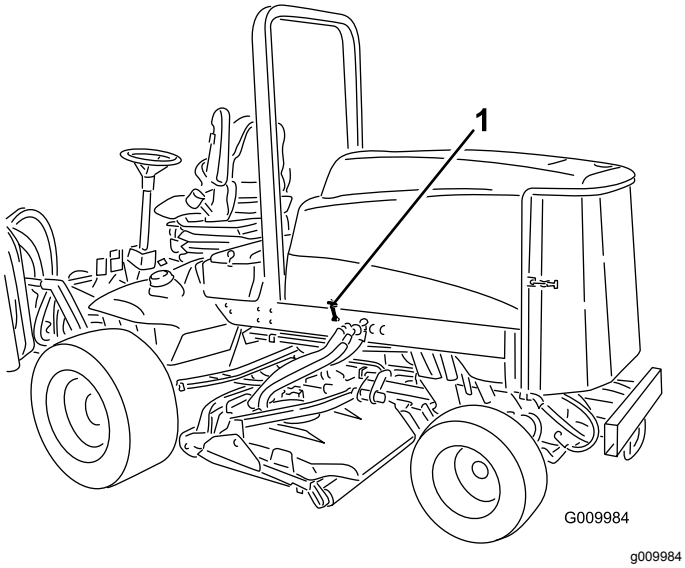

Figur 42
1. Lås motorhjelmen op (Figur 42), og drej motorhjelmen op.